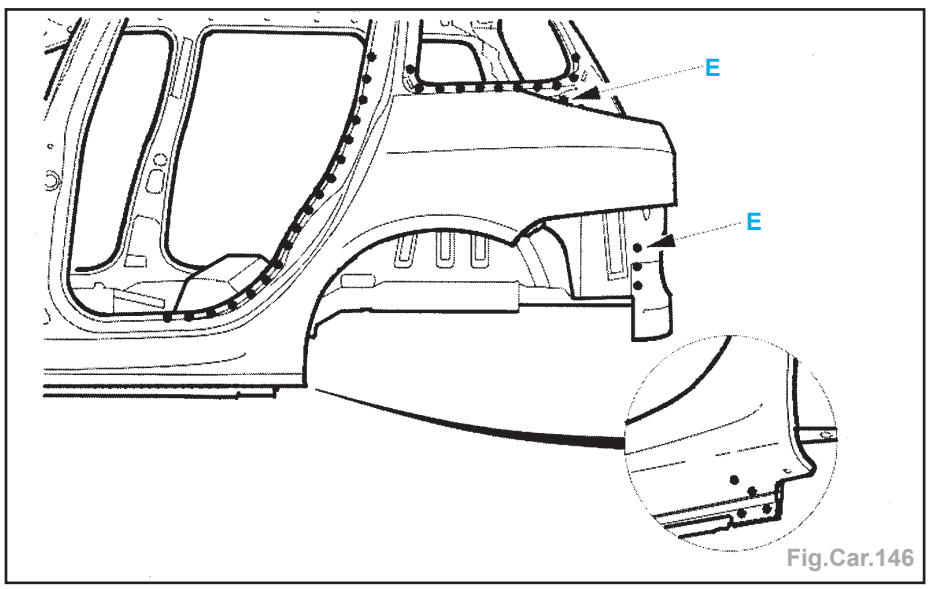

Fig.Car.146
- par points bouchons au MIG (suivant E) et meuler (Fig.Car.146),